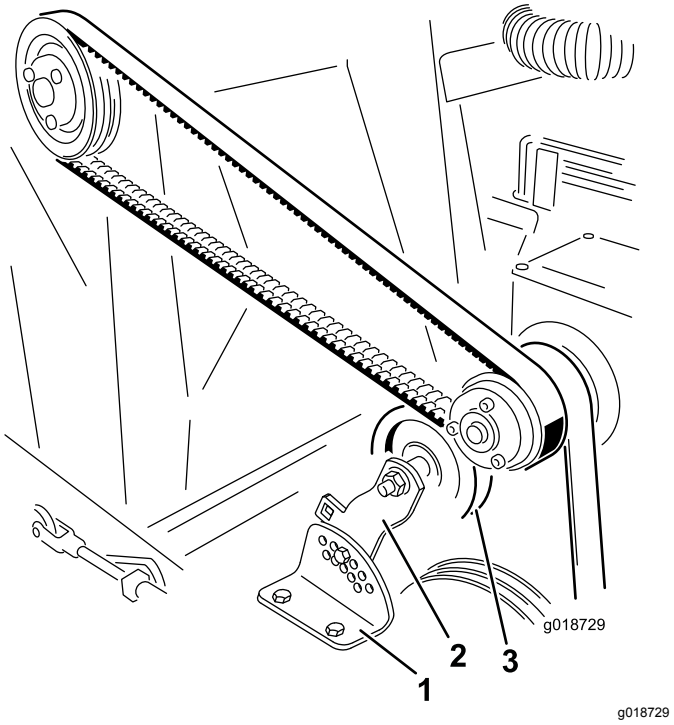

Figur 23
2. Fjern mutteren og bolten som fester lederullbraketten til spenningsjusteringsbraketten (Figur 23).